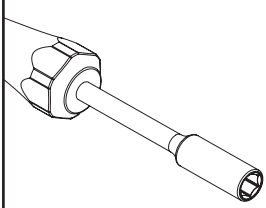
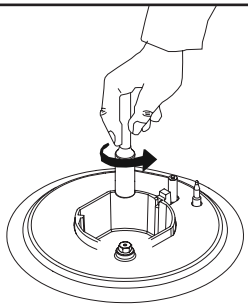

Figura 2
Figura 3
**2.** Con l'aiuto di un cacciavite (7 mm) con la punta come mostrato nella figura 2, rimuovere l'iniettore ruotandolo. (vedi figura 3)